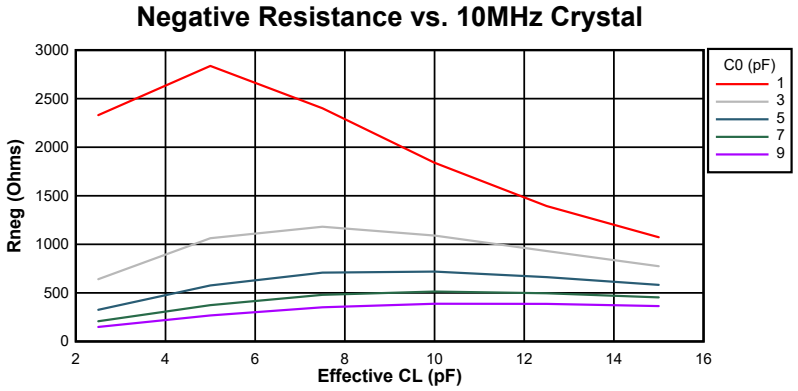
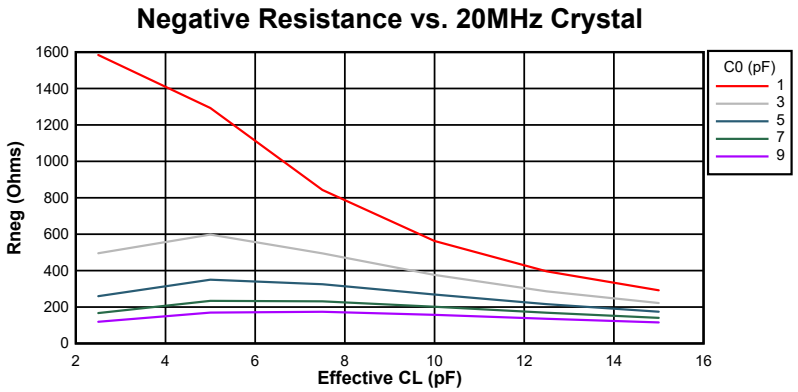

図 6-16. 10MHz 時の負性抵抗変動
図 6-17. 20MHz 時の負性抵抗変動
図 6-16 および 図 6-17 に、このデバイスの負性抵抗と水晶振動子の間の関係の変動を示します。グラフからわかるように、水晶振動子の並列容量 (C0) と実効負荷容量 (CL) は電気発振回路の負性抵抗に大きな影響を及ぼします。これらは代表的なグラフであるため、設計上考慮すべき最小値および最大値については、表 6-6 を参照してください。